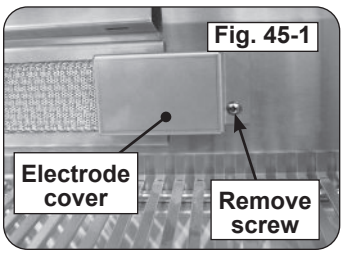

Fig. 45-1
3. Remove the electrode cover by first removing the screw, sliding the cover to the right, then outward. See Fig. 45-1.